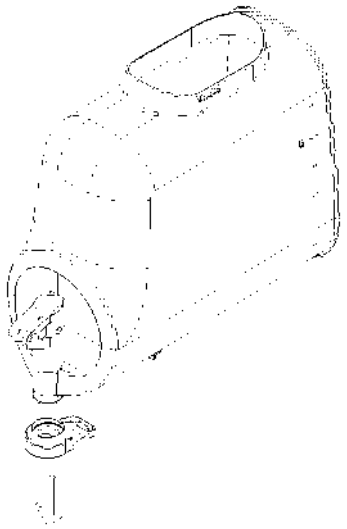

Bild 12
- den Durchflussbegrenzer des Behälters entfernen (Bild 12)
7 Den Durchflussbegrenzer des Behälters entfernen (Bild 12).
3 Den Zapfhahn gegenteilig zum Ausbau in (Bild 12) wieder am Behälter montieren.
5 Den Durchflussbegrenzer des Behälters entfernen (Bild 12).